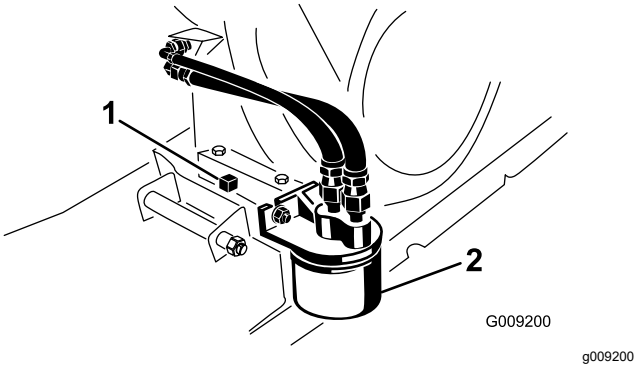

Figur 33
2. Fjern det eksisterende oliefilter (Figur 33).
4. Skru det nye filter på filteradapteren, indtil pakningen berører monteringspladen. Spænd derefter filteret endnu ½ til ¾ omgang (Figur 33).
6. Placer en dræningsbakke med kapacitet til 1,8 liter under aftapningsproppen (Figur 33).
7. Fjern aftapningsproppen og pakningen (Figur 33).